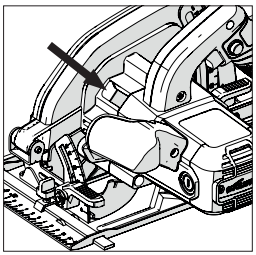

Fig. 3
- Localizați butonul de blocare a arborelui uneltei (care este poziționat similar la toate uneltele). Blocați arborele uneltei acționând butonul de blocare a arborelui. **(Fig. 3)**.